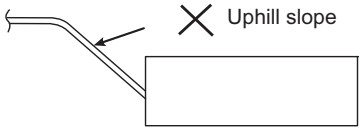

Fig. 2-61
- **Do not install the pipe with an upward slant from the connection port. This will cause the drain water to flow backward and leak when the unit is not operating. (Fig. 2-61)**